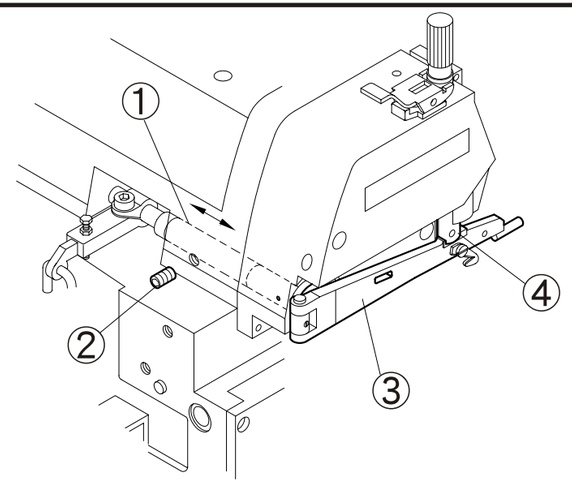

Fig. 10
4. Ensamble el brazo del pie prénsatelas (Fig. 10)